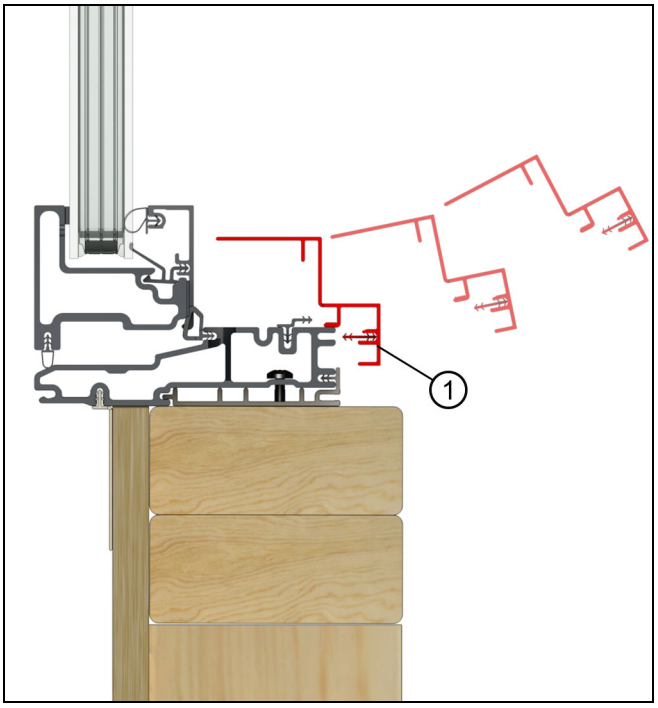

Figure 36
3. Install the sill cover last. Rotate the cover around the crank operator, then push it straight on. Avoid scratching the jamb covers. See Figure 36.